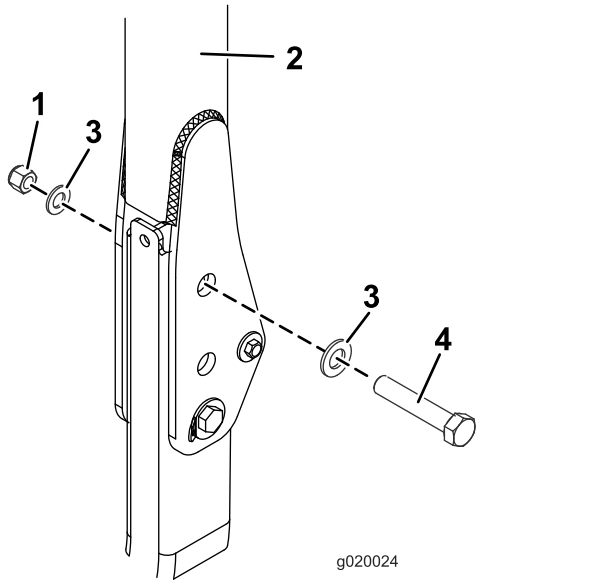

図 19
3. 図 19に示すように、ワッシャ13/16 x 1½"を各ボルト¾ x 4"に組み付ける。
4. ピンを抜いた穴に、ボルトとワッシャを取りつける図 19。
5. 図 19のように各ボルトにもう1枚のワッシャを入れ、ナット¾"で固定する。各ナットを 323396 N·m3340 kg.m = 238292 ft-lbにトルク締めする。
6. ROPSのピボットボルト図 19をトルク締めする91113N·m9.311.5kg.m = 6783ft-lb。これはサンシェードの重みでROPSが揺れるのを防止するためである。